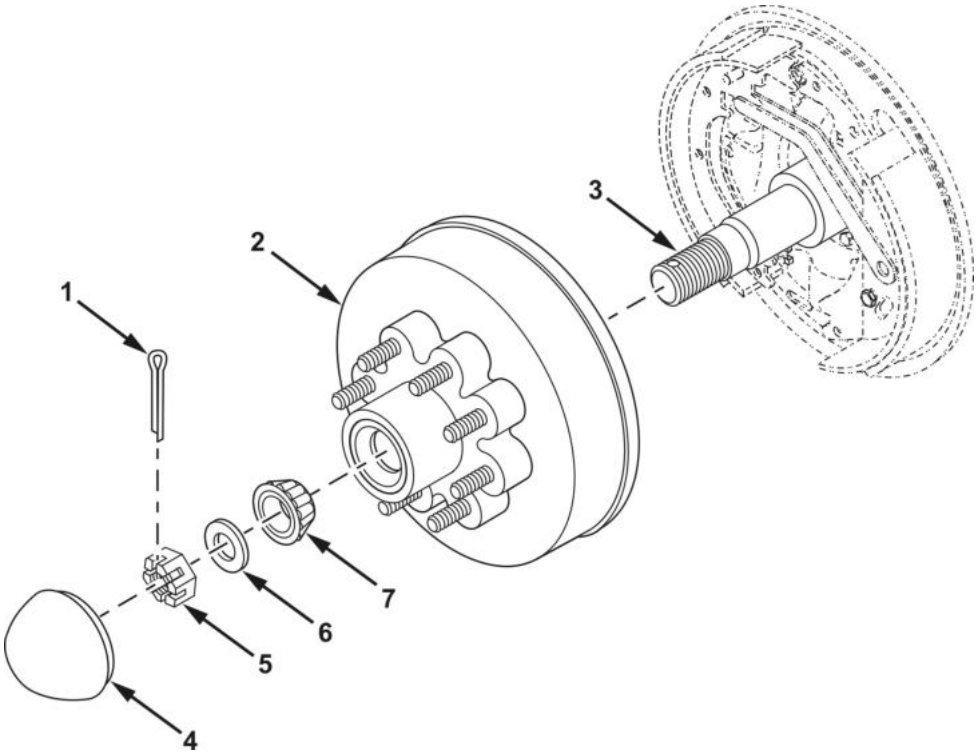

Figure 5. Hub/Drum, Race, and Bearing Seal Installation.
1. Install hub/drum (Figure 5, Item 2), with inner bearing and seal, on axle spindle (Figure 5, Item 3).
2. Install new outer bearing (Figure 5, Item 7), washer (Figure 5, Item 6), and adjusting nut (Figure 5, Item 5).
3. Ensure that the adjusting nut (Figure 5, Item 5) turns freely on the axle spindle (Figure 5, Item 3) and the brakes are not dragging.
4. Draw up the adjusting nut (Figure 5, Item 5) while revolving the wheel in both directions, until a slight binding is felt which indicates that all surfaces are in contact. Then back off the adjusting nut 1/16 to 1/4 turn or sufficiently to allow the wheel to rotate freely.
5. Install a cotter pin (Figure 5, Item 1) and bend ends to secure the adjusting nut (Figure 5, Item 5).
6. Install grease cap (Figure 5, Item 4) on hub/drum (Figure 5, Item 2).